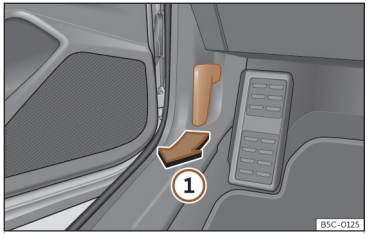

Abb. 214 Entriegelungshebel im Fahrerfußraum.
- Öffnen Sie die Tür und ziehen Sie an dem Hebel unterhalb der Instrumententafel ››› **(Abb. 214)** ①.